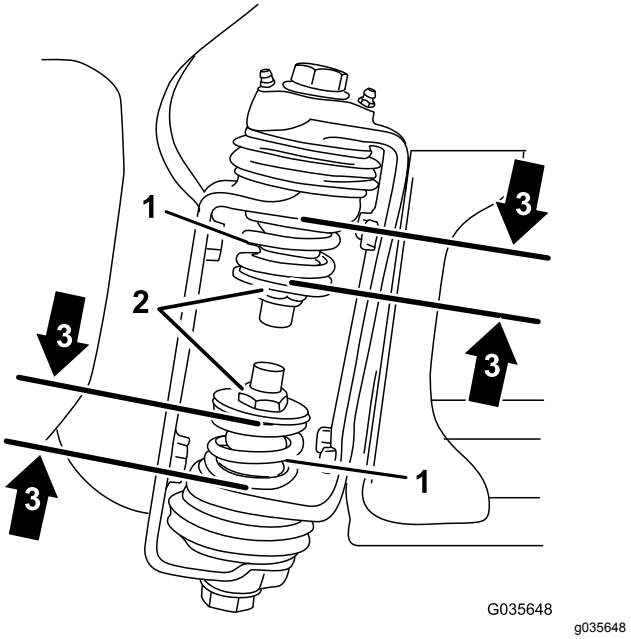

Figur 5
3. Mät trycket hos de övre och nedre fjädrarna på sektionsgångjärnen med sektionerna i utfällt läge (Figur 5).